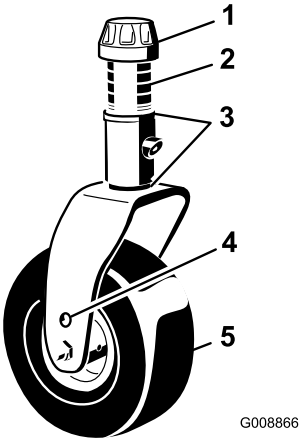

Figur 77
1. Ta bort spännlocket från spindelaxeln och skjut ut spindeln ur svänghjulsarmen (Figur 77). Flytta mellanläggen på lämpligt sätt för att höja eller sänka svänghjulet tills klippenhetens lutning är korrekt.